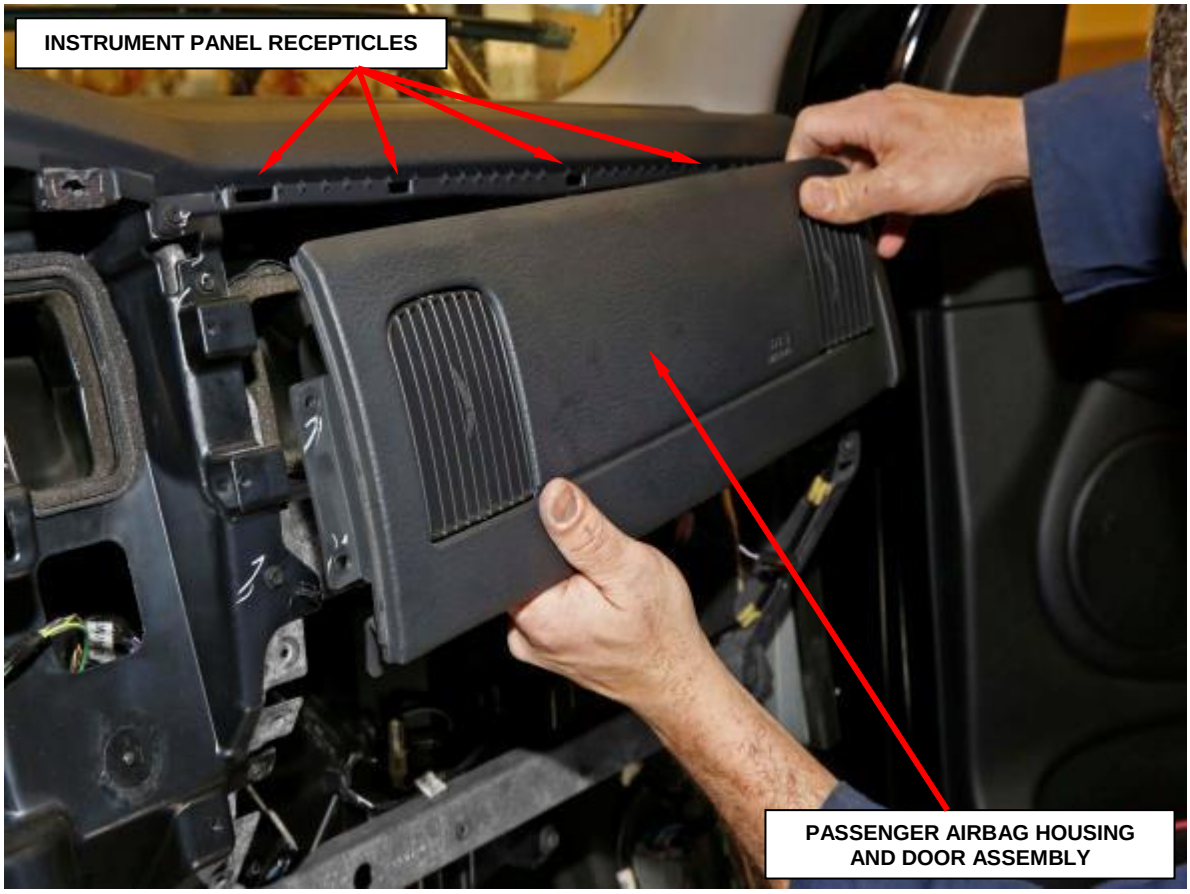

**Figure 16 – Passenger Airbag Housing and Door Unit**
15. Using a trim stick or another suitable wide flat-bladed tool, gently pry the upper and outboard edges of the passenger airbag door away from the instrument panel far enough to disengage the seven snap features on the door from the receptacles in the instrument panel base trim (Figure 16).
16. Pull the passenger airbag housing and door assembly straight back from the instrument panel far enough to access the instrument panel wire harness take out and connector for the airbag located on the inboard side of the airbag assembly (Figure 16).